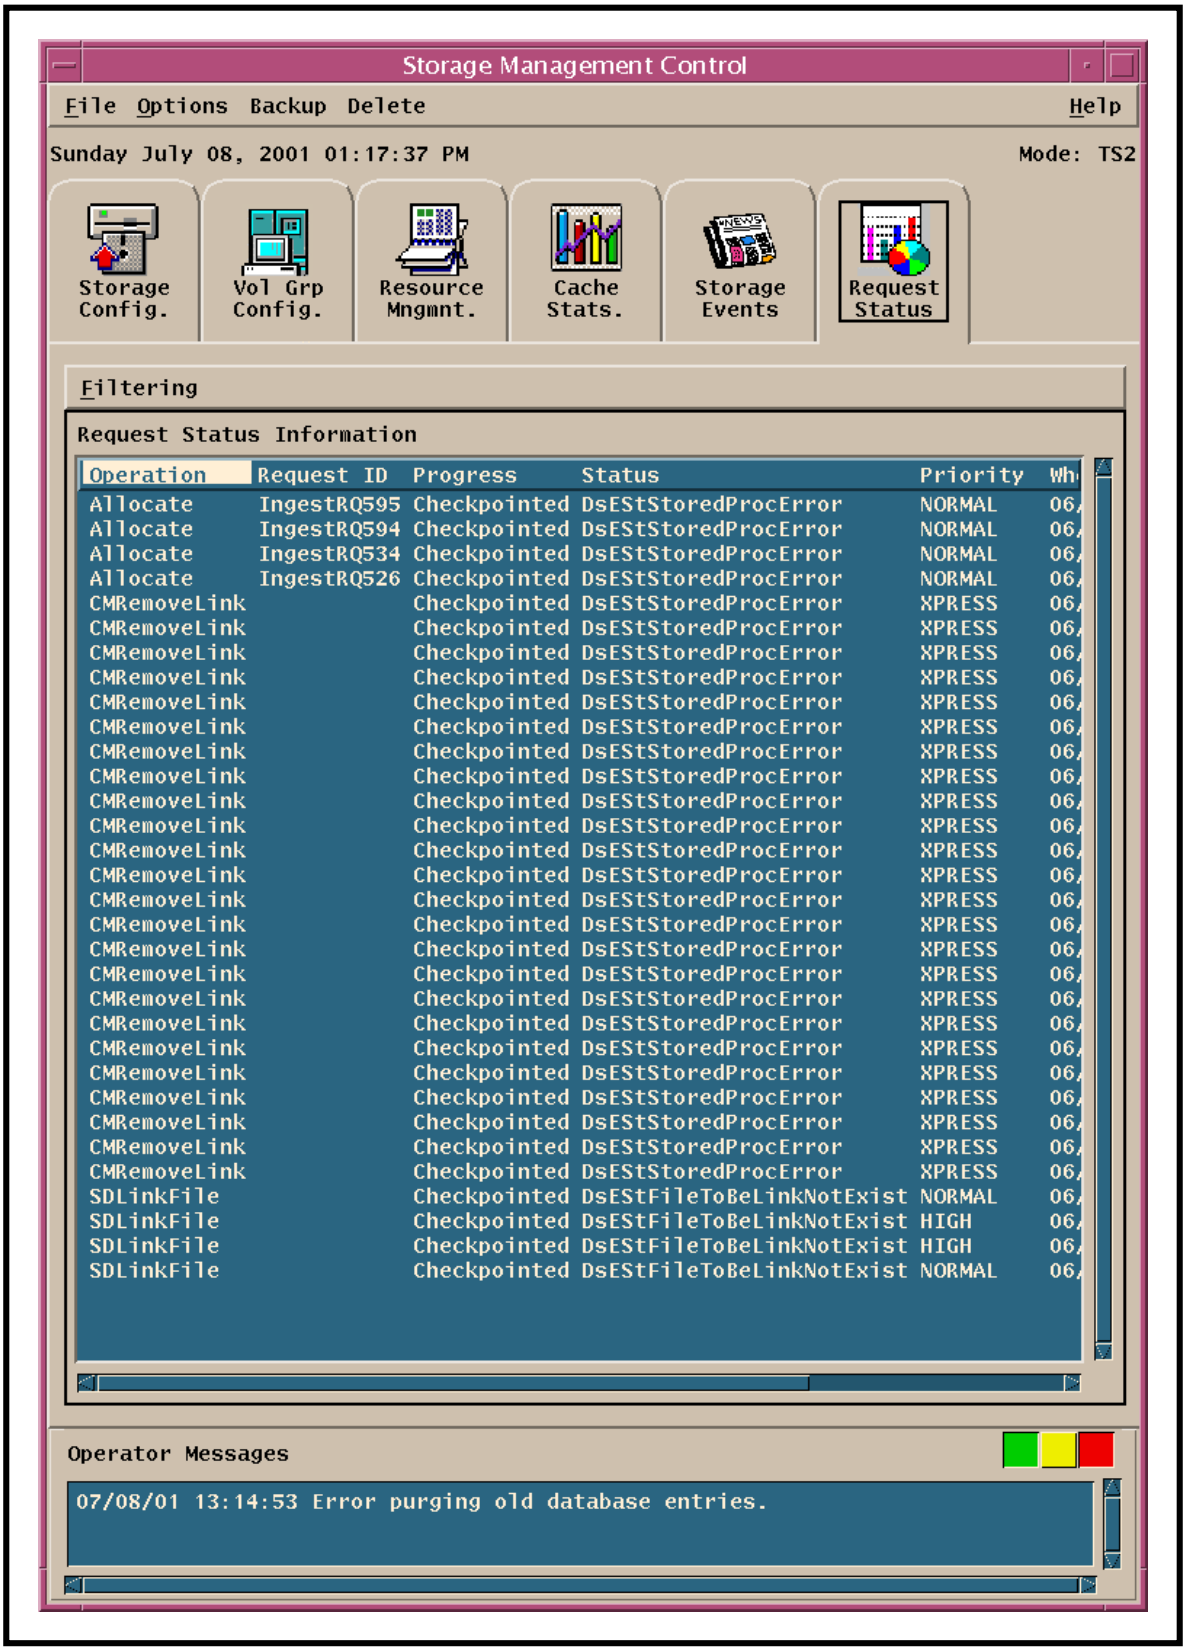

Figure 20. Request Status Tab (Storage Management Control GUI)
The **Request Status** tab (Figure 20) on the **Storage Management Control** GUI provides the Distribution Technician with the ability to monitor processing activity in all of the storage management servers for a given mode. The **Request Status Information** table lists the requests that are currently being serviced by storage management servers and those that have been completed within the last 24 hours. It is possible to review the following information concerning any particular storage management request:
- The **Request Status** tab (Figure 20) is displayed.